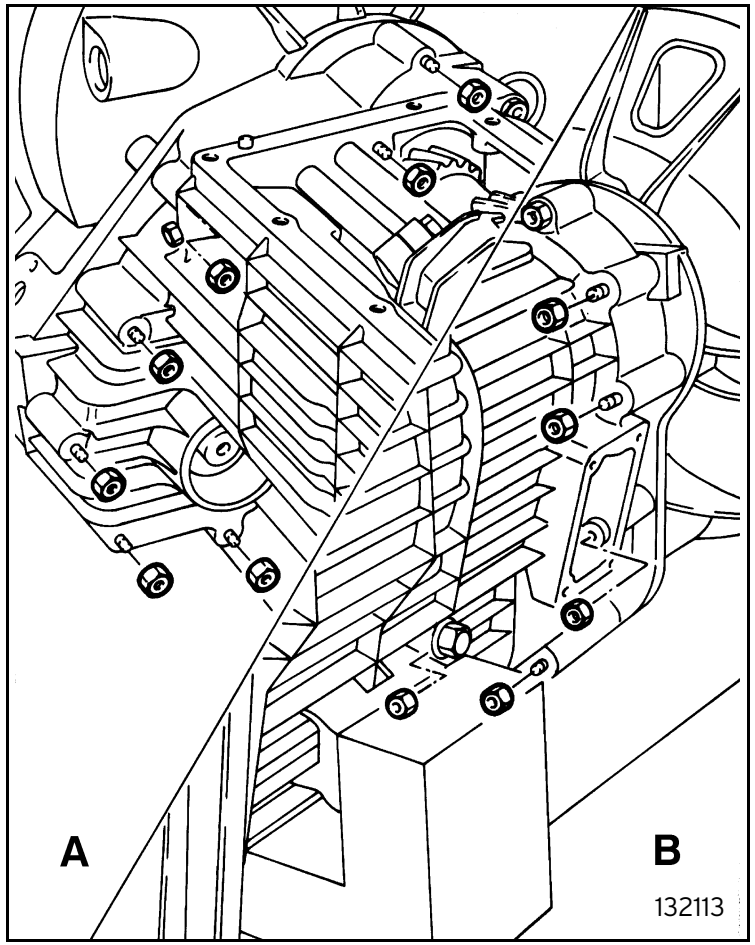

Fig. 13
- remove the bolts securing the clutch cover to the gear housing and very carefully withdraw the cover assembly, using a plastic hammer if necessary (figure 13);